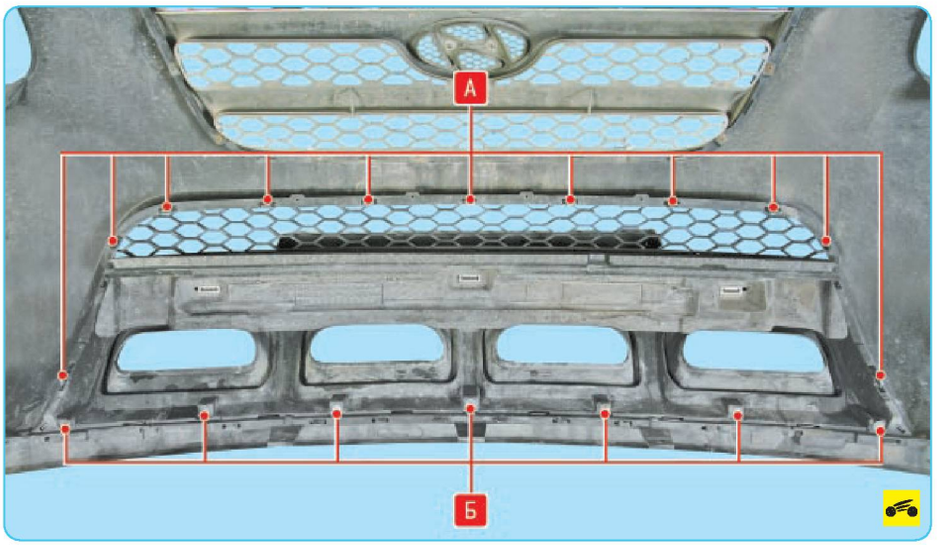

Рис. 11.5. Крепление нижней облицовки радиатора: А – фиксатор крепления; Б – винт крепления
17. Выверните винты **Б** (рис. 11.5) и отожмите фиксаторы **А** крепления нижней облицовки радиатора.